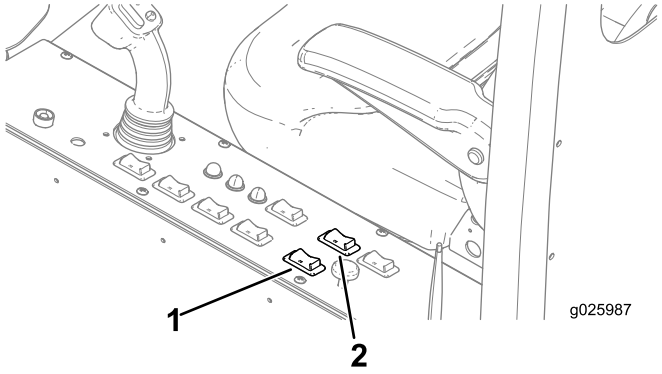

Rysunek 61
1. Aby odchylić kabinę do POZYCJI WIERCENIA, pchnąć PRZEŁĄCZNIK KOŁYSKOWY odchylania do tyłu (przytrzymać, aż kabina się zatrzyma) (patrz Rysunek 61).
2. Aby obrócić kabinę do pożądanej pozycji wiercenia, pchnąć PRZEŁĄCZNIK KOŁYSKOWY OBRACANIA do tyłu (patrz Rysunek 61).
1. Aby obrócić kabinę do POZYCJI TRANSPORTOWEJ, pchnąć PRZEŁĄCZNIK KOŁYSKOWY obrotu do przodu (przytrzymać, aż kabina się zatrzyma) (patrz Rysunek 61).
2. Aby odchylić kabinę do POZYCJI TRANSPORTOWEJ, pchnąć PRZEŁĄCZNIK KOŁYSKOWY odchylania do przodu (przytrzymać, aż kabina zatrzyma się) (patrz Rysunek 61).